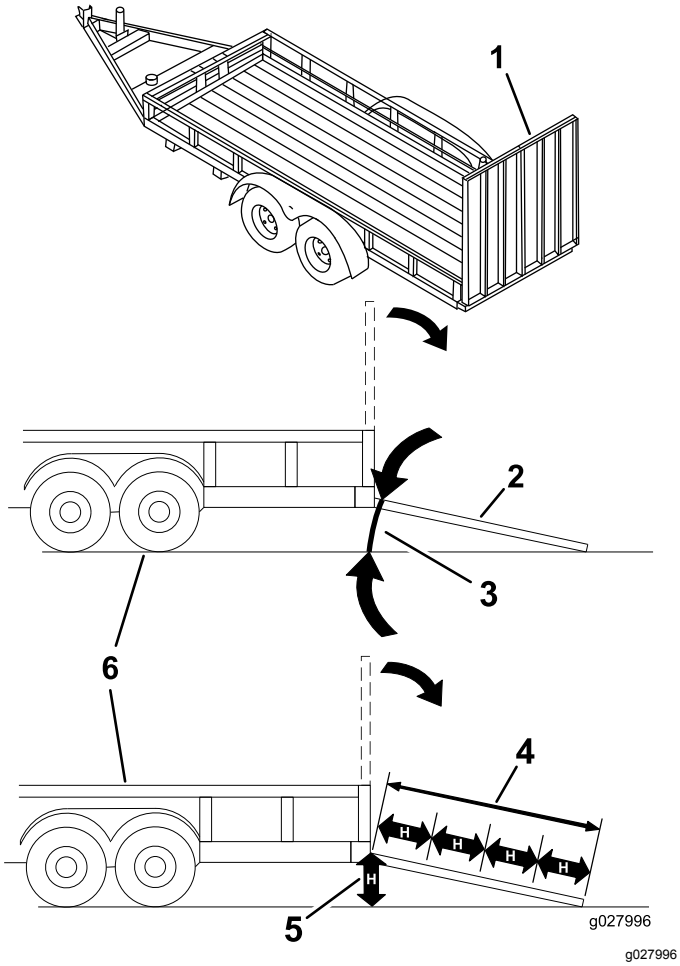

Figur 28
Om man lastar på en maskin på ett släp eller en lastbil ökar risken för att välta, vilket kan orsaka allvarliga personskador och innebära livsfara (Figur 28).
3. Sänk ned rampen och säkerställ att vinkeln mellan rampen och marken inte är större än 15 grader (Figur 28).
1. Sänk ned rampen och säkerställ att vinkeln mellan rampen och marken inte är större än 15 grader (Figur 28).